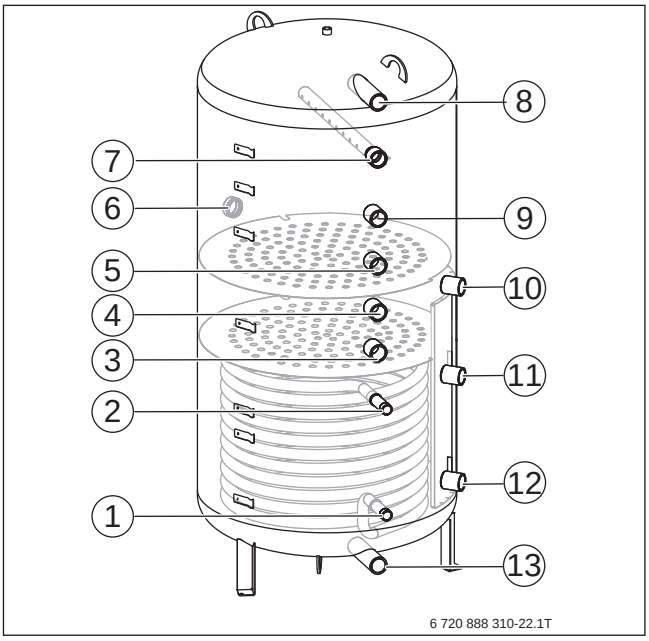

Bild 249 PNRZ-Speicher anschließen
- Um Wärmeverluste und einen ineffizienten Betrieb, besonders in Verbindung mit Wärmepumpen, durch ein Zirkulationssystem zu reduzieren, sollte die Zirkulationspumpe bedarfsgerecht angesteuert werden. Dabei die einschlägigen Normen beachten (→ Bild 249). Eine Zirkulationspumpe kann optional eingebaut werden: